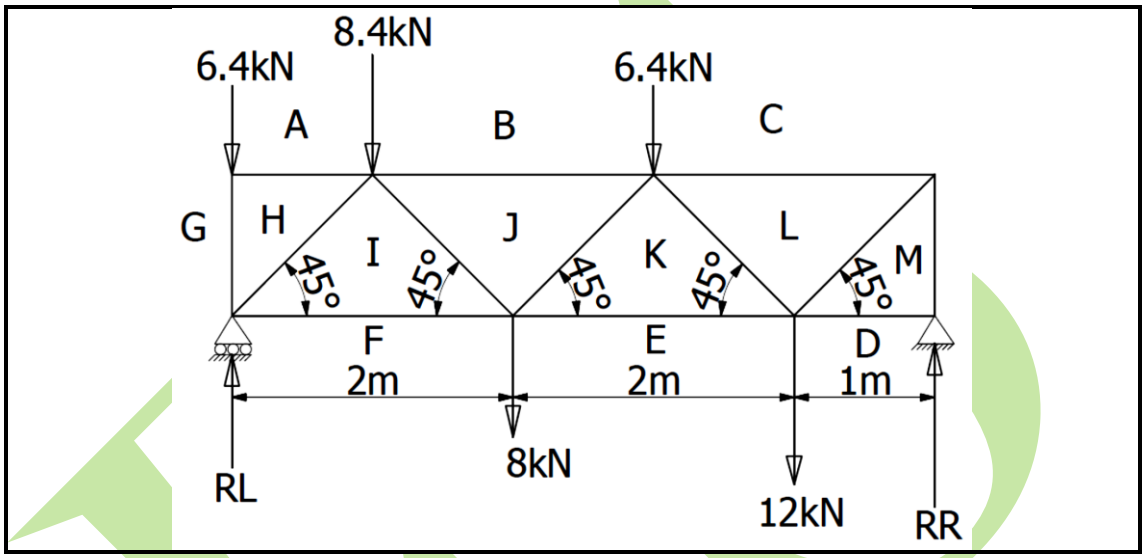

FIGUUR 3
7.1 Bestudeer FIGUUR 3 en bepaal die grootte van rekasie RL en RR. (2 × 2) (4)